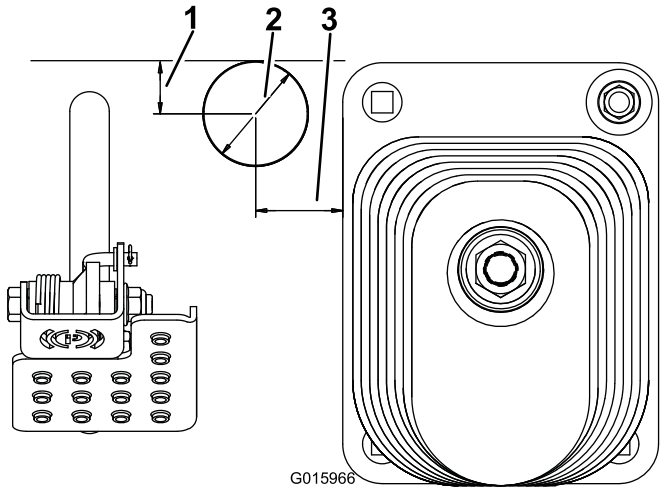

Figure 4
2. En vous aidant des dimensions données à la Figure 4, localisez, repérez et percez un trou de 51 mm (2") de diamètre dans le panneau de plancher.